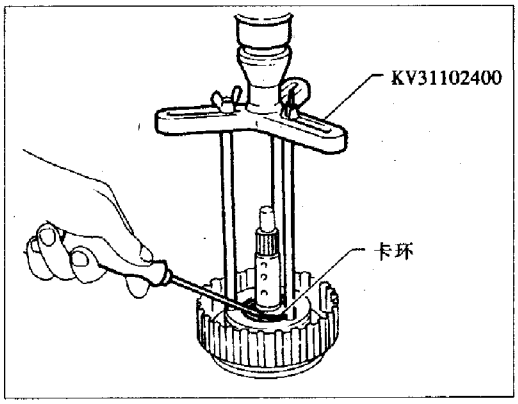

图 5-4-76
(5)专用工具装在弹簧保持架上,当压缩回位弹簧时,拆卸高档离合器毂的卡环,见图 5-4-76。